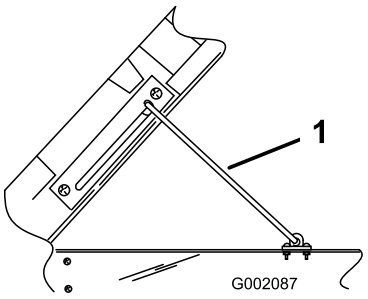

Figuur 24
2. Zet de steunstang in de borgsleuf om de laadbak vast te zetten (Figuur 24).